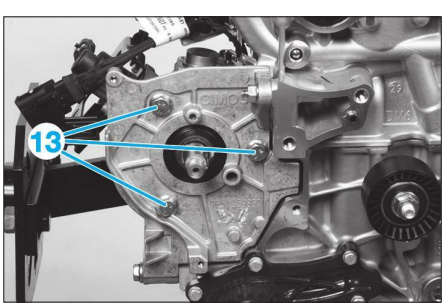

Fig. 33
- l'écrou (12),
- la poulie (11),
- les 3 vis (13) **(Fig.33)**,